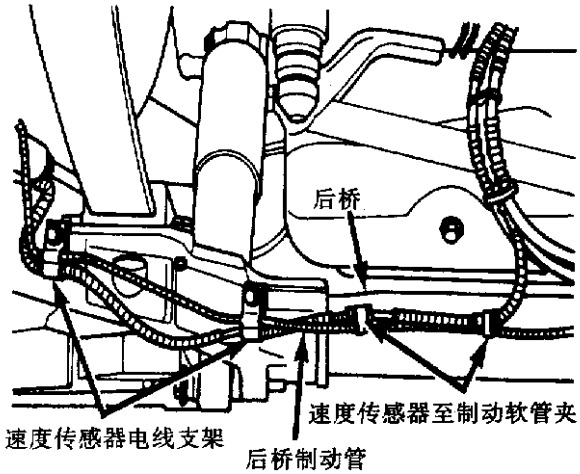

图 10－47　后速度传感器线支架和制动软管
⑦拆下传感器头至后轴承固定螺栓(图 10－48)。如果传感器头不松开，不要用钳子，应用螺丝刀和锤子拍打。
⑧从后轴承总成上拆下传感器头。
⑨从汽车上拆下速度传感器总成。
①安装传感器头。警告：塑料防转销必须在安装固定螺栓前完全定位。